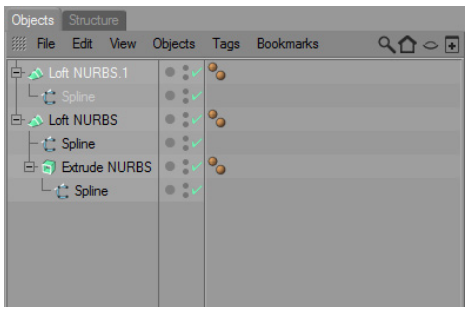
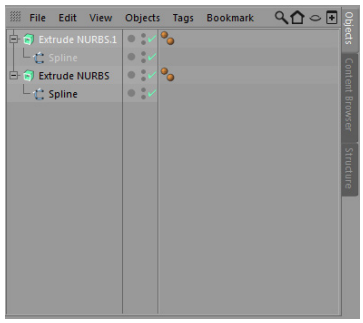

Figure 2-48 *Text connected to Extrude in the Object Manager*
Figure 2-49 *The extruded text on the hand bag*
5. In the Object Manager, drag *Text Spline* and drop it on *Extrude*; *Text Spline* is connected to *Extrude*, as shown in Figure 2-48. Also, *Text Spline* is extruded in the Perspective viewport, refer to Figure 2-49.